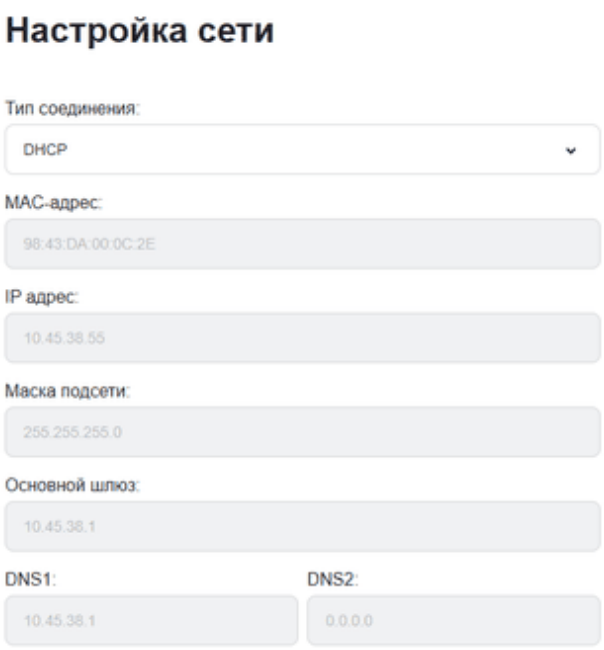

Рисунок 17 – Настройка сети, DHCP
2.10.1 Для снижения нагрузки на сеть и на сервер трансляции на громкоговорителе предусмотрена настройка приёма мультикаст-трансляции. Настройка осуществляется в меню «Мультикаст» (рисунок 17).